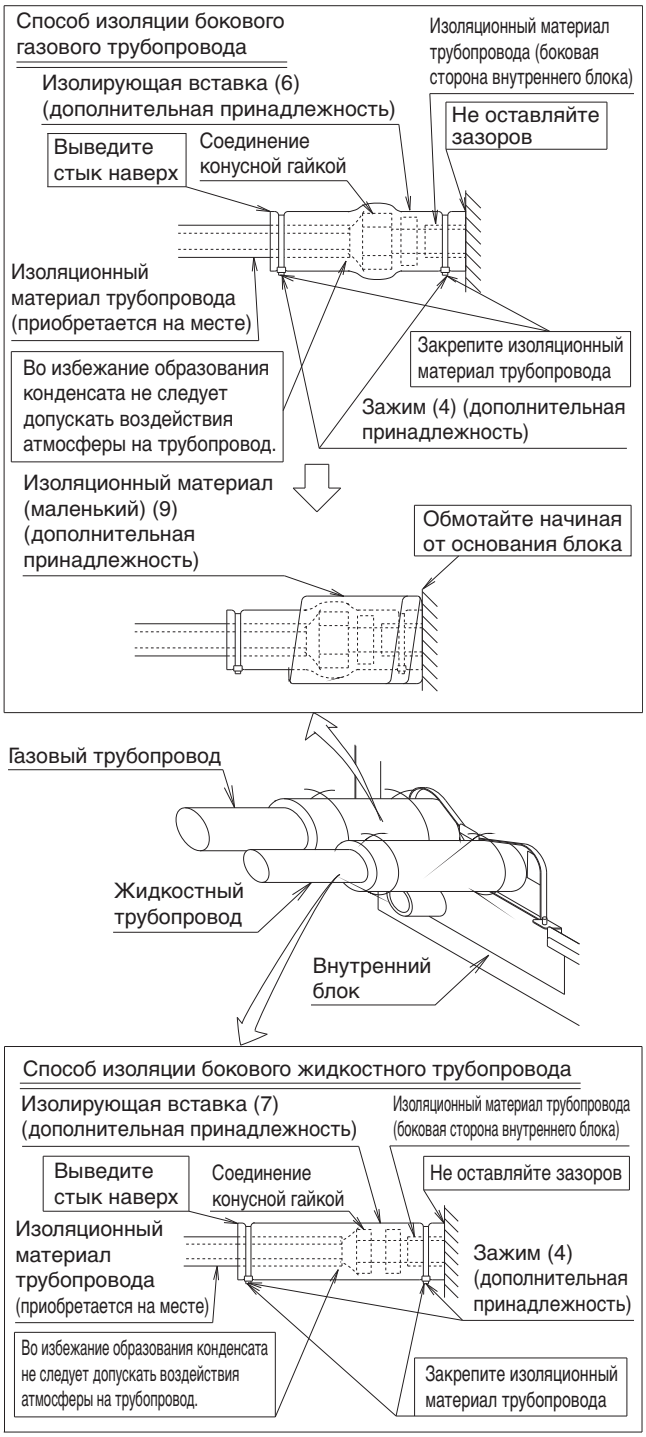

Рис. 15
- После проверки на отсутствие утечек заизолируйте соединения газового и жидкостного трубопроводов согласно **Рис. 15** с помощью изоляционного материала (6) и (7) во избежание воздействия на них окружающего воздуха. Затем зафиксируйте оба конца изоляционного материала зажимом (4).
- Оберните уплотнительный материал (Малый) (9) вокруг соединительного изоляционного материала (6) (секция накидной гайки) только со стороны газового трубопровода.
- Обязательно направьте шов соединительного изоляционного материала (6) и (7) вверх.